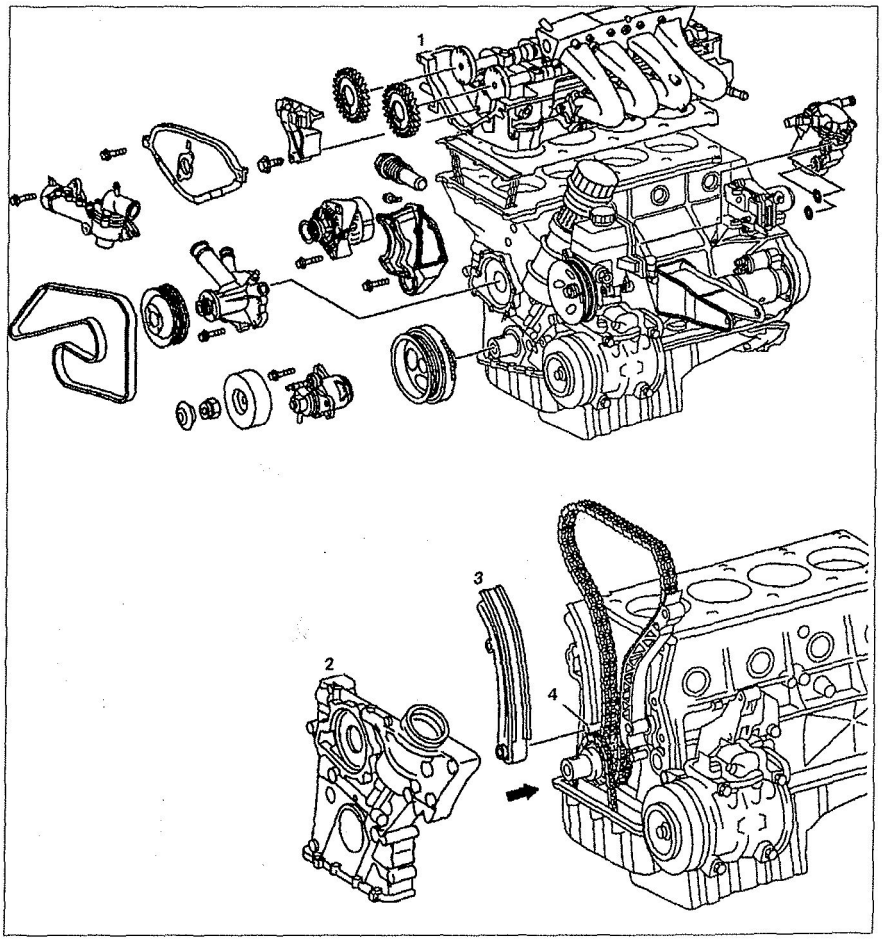

Рис. 2.13. Натяжной рычаг цепного привода:
1. Снимите головку блока цилиндров **1** (см.рис.2.13).